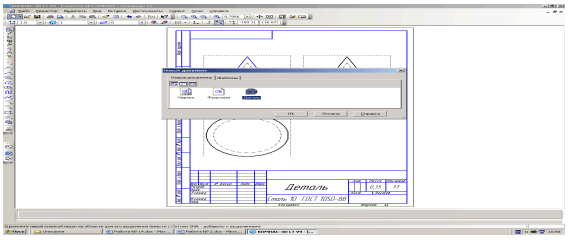

Рис. 2.1.
1.3. Выполните команду **Файл⇒Создать...⇒Деталь** (рис. 2.1).